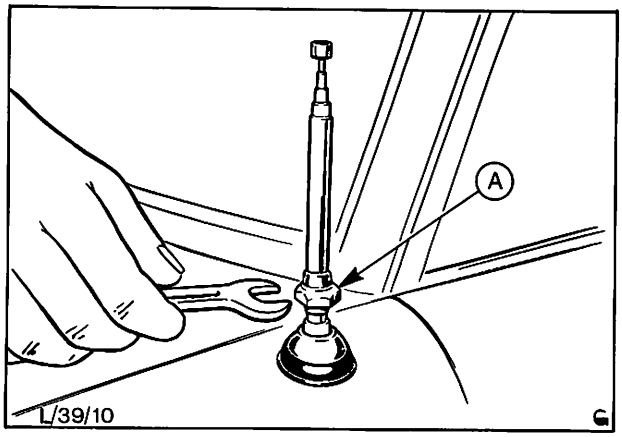

Abb. 15 Sitz der Antenne am Kotflügel
3. Überwurfmutter der Antenne am Kotflügel abschrauben, Abb. 15.